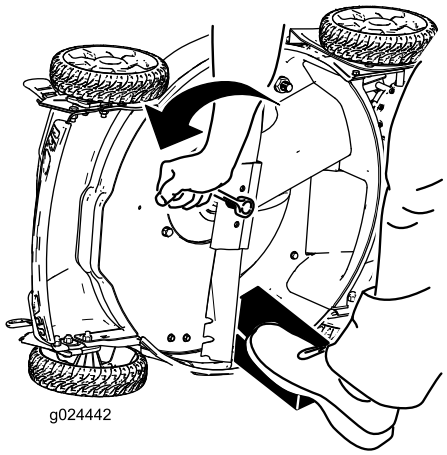

Bild 25
3. Stabilisieren Sie das Messer mit einem Holzblock (Bild 25).
4. Entfernen Sie das Messer (drehen Sie die Messerschraube nach links) und bewahren Sie alle Befestigungen für den Einbau des neuen Messers auf (Bild 25).